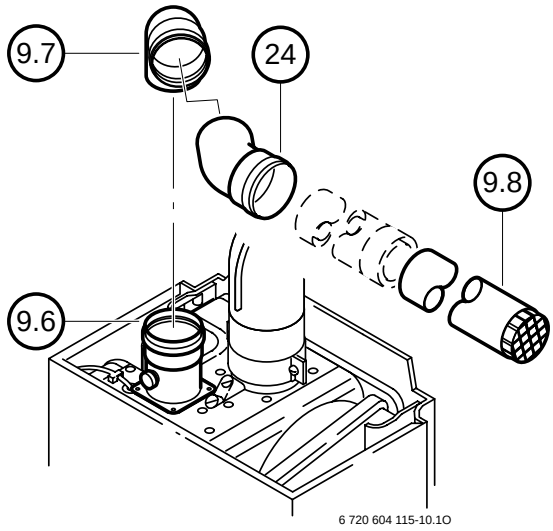

Bild 34
- ▸ Ventilator (226) in Gerät einsetzen, mit den Schrauben (226.1) befestigen und elektrische Leitungen (226.1) aufstecken (Bild 34).
▶ Verstellbare Drosselblende (256) auf Stellung 13 einstellen: